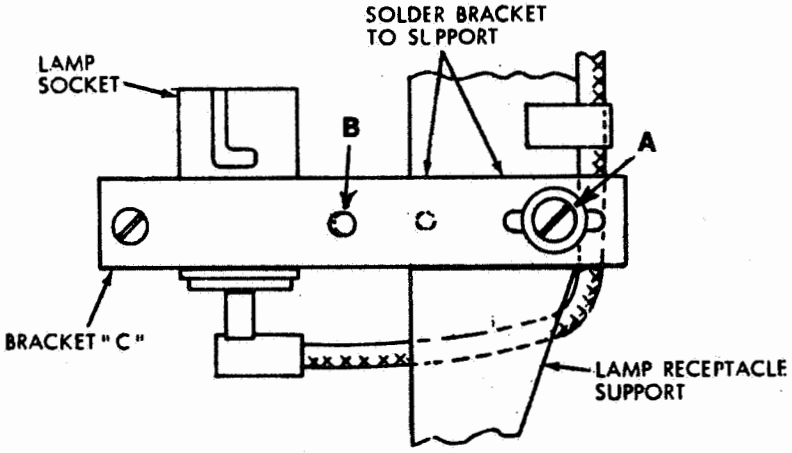

Figure 4-2. Alignment and Soldering of Lamp Receptacle Bracket
d. Place a small filament lamp at the location of the sighter target illustrated in Figure 4-2. This lamp may be in front of the screen or located behind a 1/2" dia. hole through the screen.
Place a standard lamp in the socket, loosen screw "A" (and lock nut) as shown in Figure 4-2. Move the bracket in or out until maximum concentration of light beam is obtained; i.e., until the minimum size of image is obtained on the screen. This minimum image should be less than 30" in diameter at 50 feet and have a well defined outer edge. Also adjust the socket up and down for vertical beam alignment on the target. Temproarily tighten screw "A". Loosen screw "B" (and lock nut), adjust socket horizontally to center beam on target. Each adjustment effects the other, thus it may be necessary to repeat the adjustments several times before proper alignment is obtained.